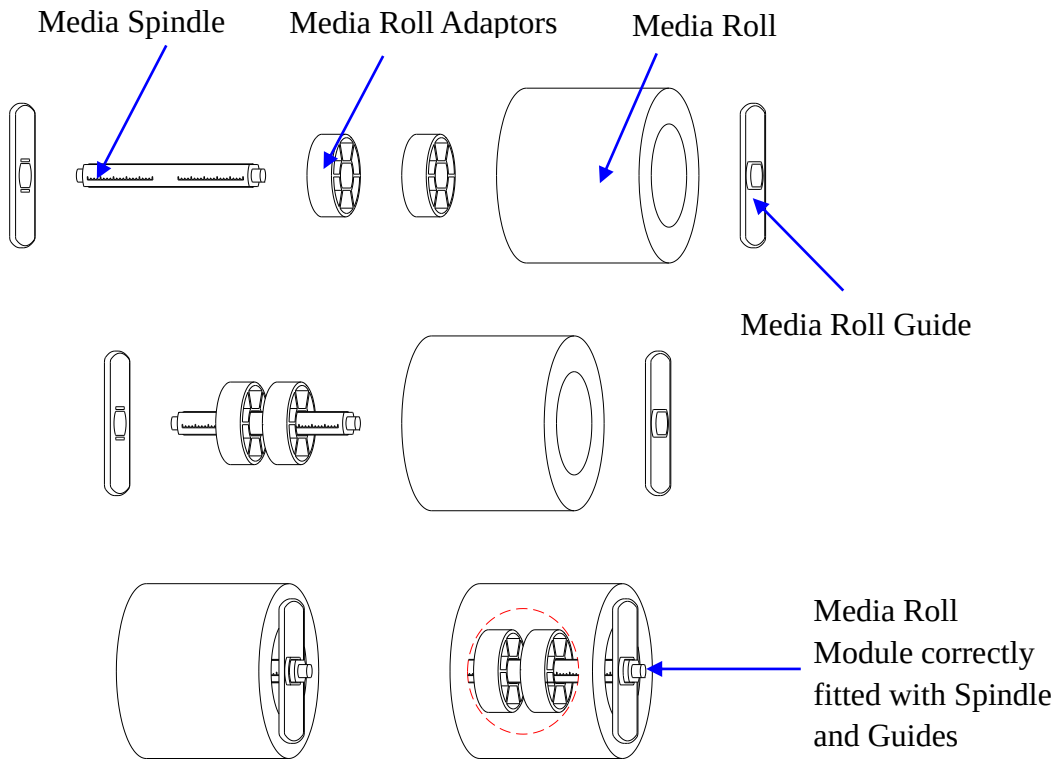

Figure 2-16 Place Media Roll on Media Spindle
3. Load a roll of media (labels facing up) on the Media Spindle, then slide the two Media Roll Guides, with smooth sides facing toward the media, onto the Media Spindle from each end until both Media Roll Guides touch the media. When placing a roll of media with a 3″ ID core, please slide the two Core Adapters onto the Media Spindle first, as shown in Figure 2-16.